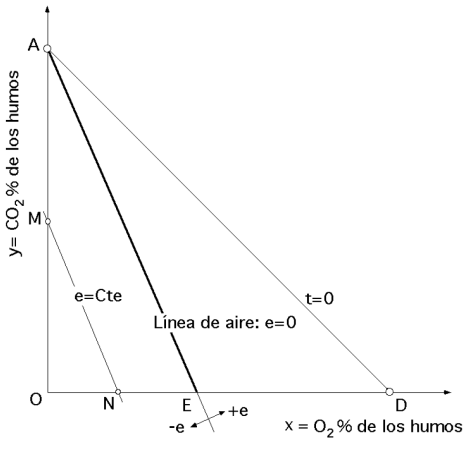

Fig XVI.6.- Rectas de igual exceso o defecto de aire e (-) = constante
Cuando e sea negativo, (defecto de aire), el punto P de la recta (AD) se encontrará a la izquierda del punto A. Si se desea trazar exactamente las rectas de $e = cte$, sin acudir a la propiedad anterior (que sólo las da aproximadamente), basta con determinar para cada recta dos puntos, que son aquellos en que corta a los ejes, haciendo $\begin{cases} x = 0 \\ y = 0 \end{cases}$, con lo que los puntos M y N son, Fig XVI.6:
Rectas representativas de las combustiones reductoras, (incompletas por defecto de aire, sin presencia de oxígeno).- Se trata de la vertical (OA), cuya ecuación es $x = 0$, Fig XVI.6.